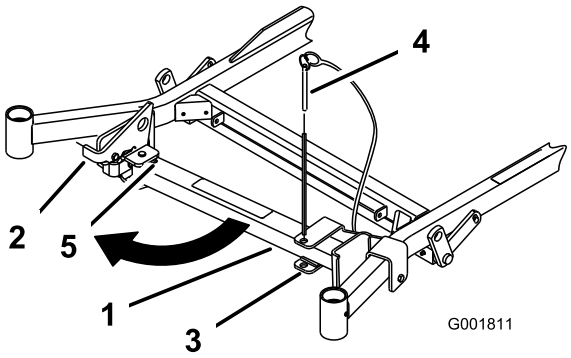
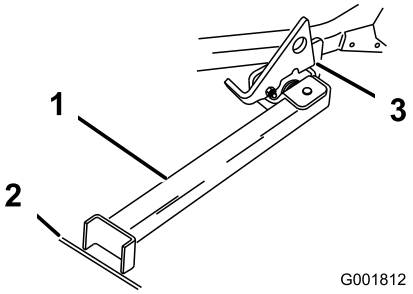

Figur 33
Figur 34
2. Monter brakettpinnen (Figur 33).
3. Hev spaken. Sving stativets fot ut og skyv stativet mot maskinen, inn i bunnen av slissen (Figur 33 og Figur 34).
6. Plasser stativets fot på bakken og hvil spaken på dreietappen (Figur 34).
Merk: For best resultat, plasser stativets fot på skjøter i fortauet eller ned i gressmatten (Figur 34).
8. Kjør opp på stativet. Stopp når spaken faller ned over tappen i låst stilling (Figur 34). Når maskinen er på stativet, sett på parkeringsbremsen og slå av motoren.
7. Plasser stativet i hvilestilling igjen (Figur 33).